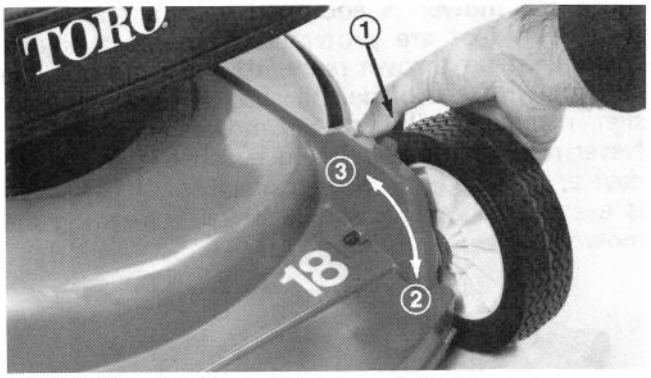

Figure 7
Height-of-Cut Adjusters (Fig. 7) – Height-of-cut is adjustable to one of five approximate settings.
2. Place thumb against height-of-cut adjuster and fingers on outside of wheel (Fig. 7).